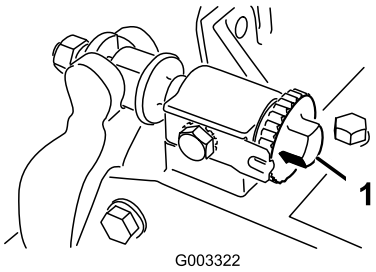
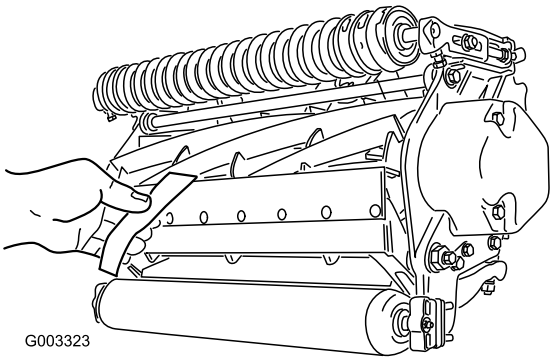

Figuur 8
Figuur 9
1. Plaats de machine op een vlak, horizontaal oppervlak. Zorg ervoor dat de snijplaat geen contact maakt met de messenkooi door de stelschroeven van de snijbalk linksom te draaien (Figuur 8).
Belangrijk: Zorg ervoor dat de moeren op het achtereind van de stelschroeven van de snijbalk niet op het werkvlak rusten (Figuur 8).
3. Steek een lange strook krantenpapier tussen de messenkooi en de snijplaat aan een uiteinde van de messenkooi (Figuur 9). Draai de messenkooi langzaam naar voren en draai de stelschroef van de snijbalk (Figuur 8) telkens één klik rechtsom totdat het papier aan hetzelfde uiteinde van de messenkooi enigszins wordt vastgeklemd als het vanaf de voorkant evenwijdig aan de snijplaat wordt ingestoken. U zult dan een lichte weerstand voelen als u aan het papier trekt.
5. Als de afstelling is voltooid, moet u controleren of de messenkooi een stuk papier kan vastklemmen als dit van de voorkant wordt ingestoken en het papier afsnijdt als dit in een rechte hoek wordt ingestoken (Figuur 9). Het papier moet kunnen worden afgesneden bij een zeer gering contact tussen de snijplaat en de messen van de messenkooi. Als het contact tussen snijplaat en messenkooi te zwaar wordt, moet u de messen van het maaidek wetten of slijpen om de scherpe snijranden te krijgen die nodig zijn om met grote precisie te kunnen maaien (zie de Handleiding Slijpen van Toro-maaimachine met messenkooien en roterende messen, documentnr. 80-300PT).